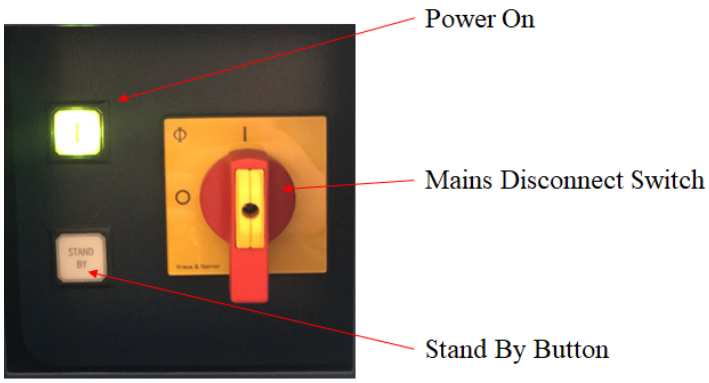

Figure 19. Power Buttons for XRD
4. Press the Power On button (Figure 19).
4. Press the Standby Button (Figure 19). The Standby Button turns of all power except the lights.
5. Turn the Main Disconnect Switch from to (Figure 19).